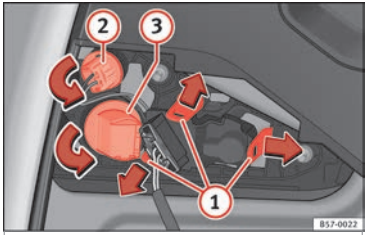

Fig. 113 Remove the bulb holder.
2. Unlock the securing tabs from the bulb holder ››› **Fig. 113** ① or turn the bulb holder to the left ② **and** ③.